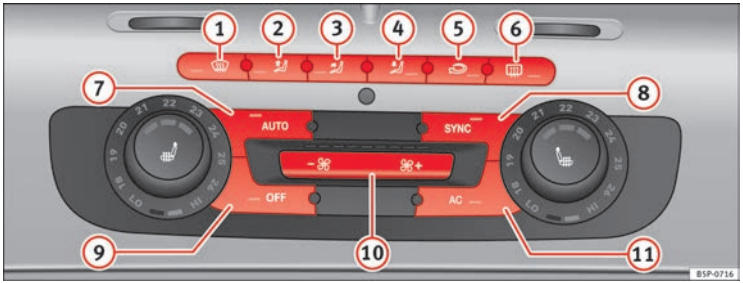

Fig. 136 On the dash panel: 2C Climatronic controls.
– To enter manual mode, press one of the buttons ⇒ Fig. 136 (1) to (5) or press the air flow control (10). The selected function is shown on the radio or navigator display.
– Press the button ⟲ ⇒ Fig. 136 (2) to switch air recirculation mode on or off. It is switched on if the following symbol appears in the display ⟲.